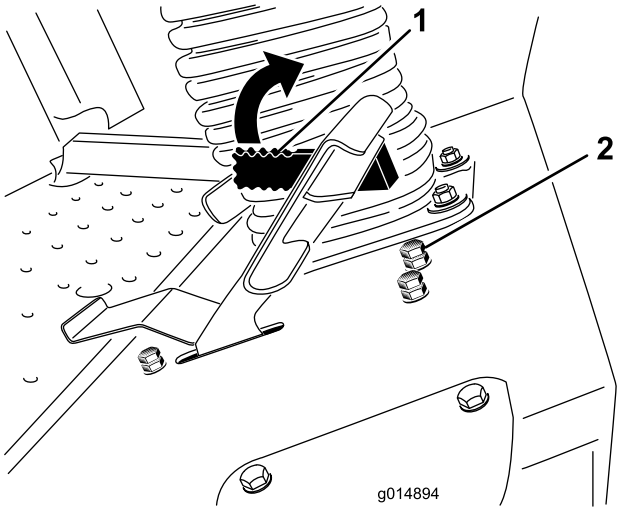

**Figur 61**
Armen til klippehastighedsbegrænseren (Figur 61) kan vippes frem for at begrænse traktionshastigheden under drift.
3. Løsn kontramøtrikken på stopbolten til klippehastighedsbegrænseren (Figur 61).